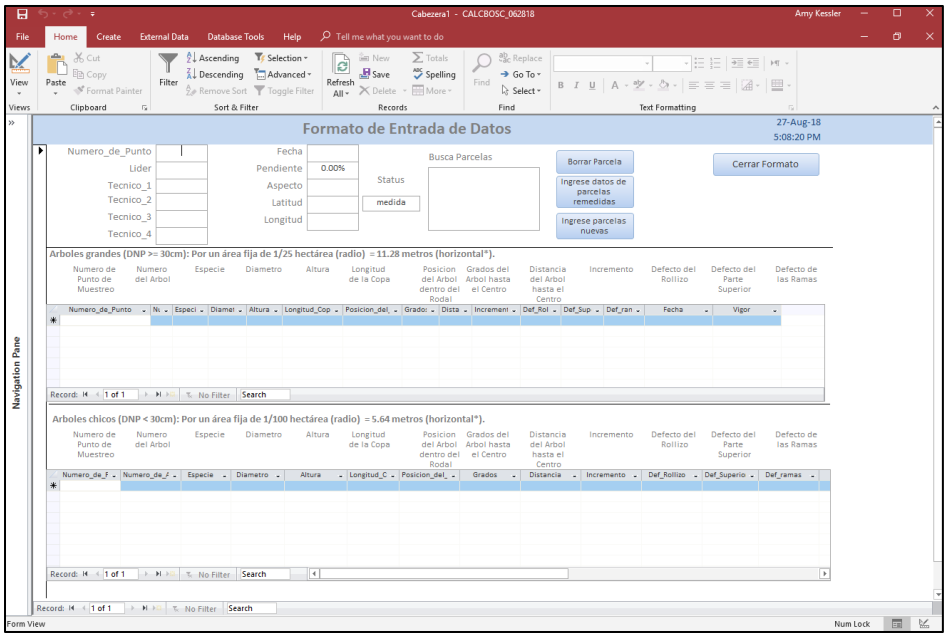

Figure 31. Formato de Entrada de Datos
1.1 Enter in the general plot information in the top section of the Formato de Entrada de Datos (Figure 31)